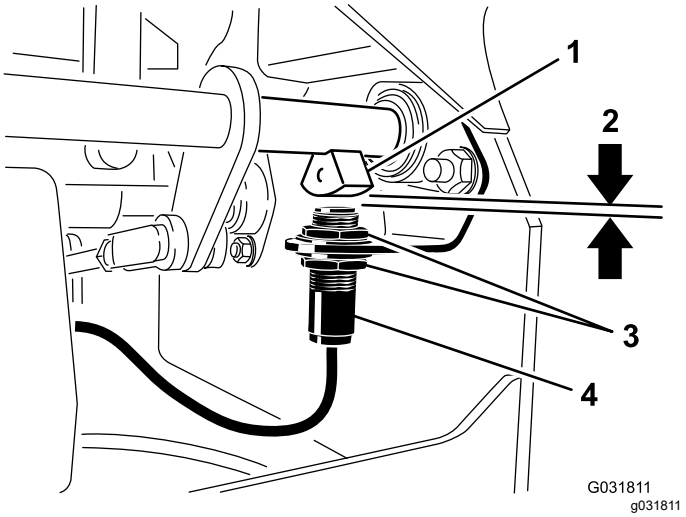

Figur 45
4. Flyt kontakten op eller ned på beslaget, indtil afstanden mellem bremseakselsensoren og kontaktstemplet er 4 mm som vist i Figur 45.